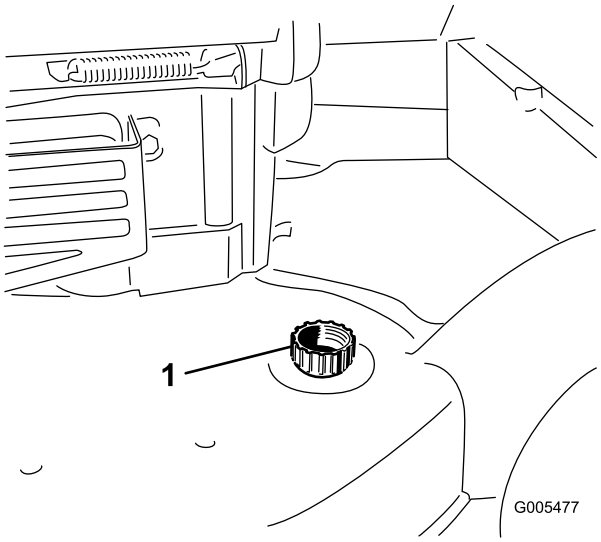

Figura 39
3. Collegate una canna da giardino al rubinetto dell'acqua ed al foro di lavaggio sulla scocca del tosaerba (Figura 39).